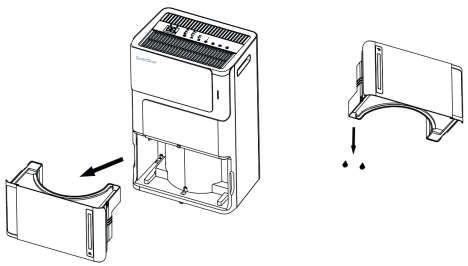

Рис. 3
- **А. Слив вручную (Рис. 3).** Опорожните резервуар для воды вручную.